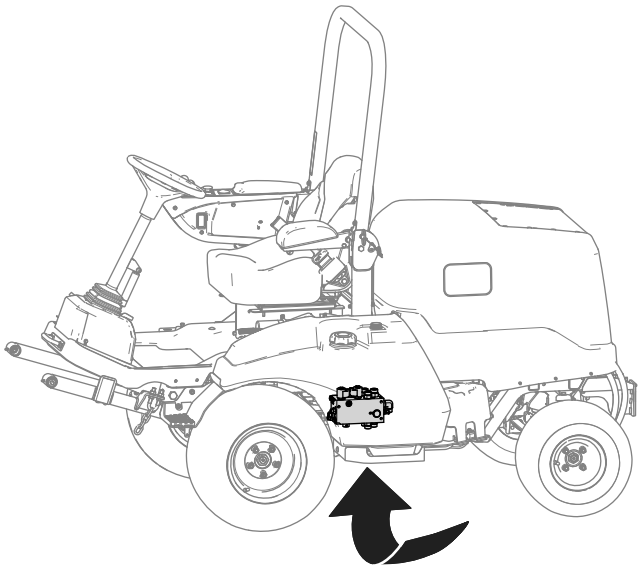

Figuur 21
3. Zoek het hefverdeelstuk onder de machine (Figuur 21).